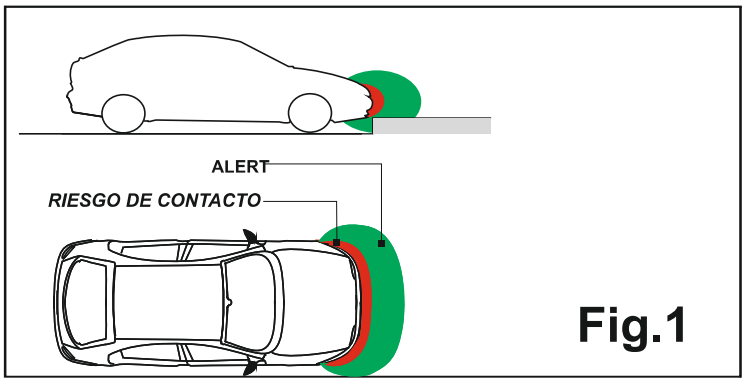

Fig.1
Una vez activado EPS-FRONT 4.0 genera alrededor del parachoques, en el que está instalado, una zona de protección (Fig.1). Cuando cualquier obstáculo presente en la zona de protección, tiende a acercarse al parachoques oirá una serie de pitidos.
- *Las distancias varían dependiendo del tamaño del obstáculo, y corresponden a la zona central del parachoques mientras en los bordes laterales la distancia es menor. (Fig.1)*
1. En la lluvia de una cierta intensidad, el sistema reduce automáticamente su sensibilidad para eliminar una parte de falsas alarmas que pueden ser generados por el movimiento del agua en el parachoques. En esta situación, la zona de alarma podría eliminarse y solo mantener el señal de riesgo de contacto (Fig. 1).